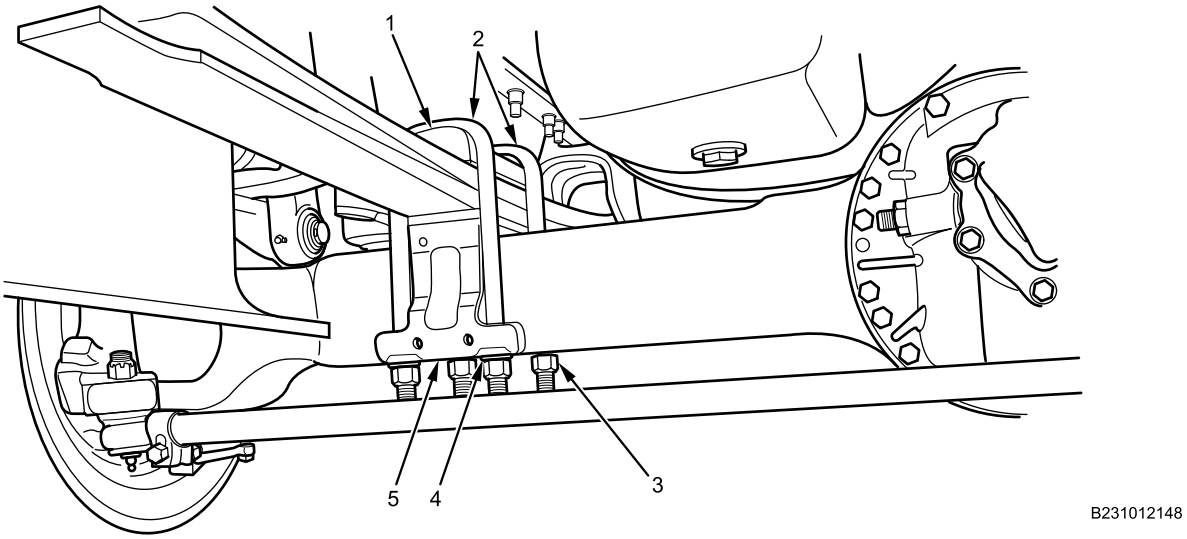

Figure 15. Front Axle Assembly Installation.
5. Install U-bolts (Figure 15, Item 2) and upper U-bolt plates (Figure 15, Item 1) over front springs and through lower boltholes of two axle-mounted brackets (Figure 15, Item 5).
6. Install four flat washers (Figure 15, Item 4) and four new locknuts (Figure 15, Item 3). Do not tighten locknuts at this time.